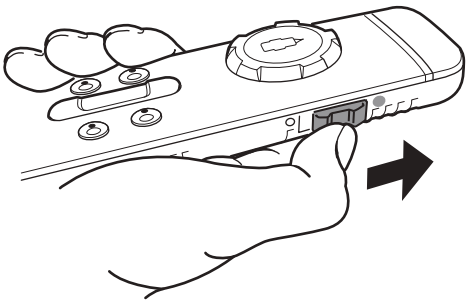

Fig. 13
► Spingere in avanti l'interruttore a scorrimento laterale (Fig. 13). Dopo l'accensione, il simbolo ⏻ lampeggia nella barra degli strumenti per circa 5 secondi. Dopo di che il simbolo ⏻ è acceso fisso per segnalare che il sistema di manovra è pronto per l'uso.